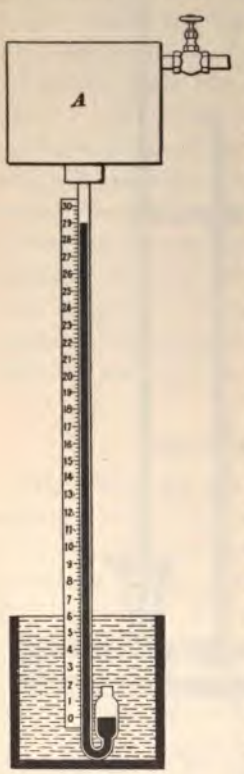

FIG. 16.
which there is a partial vacuum is measured by the height to which a mercurial column in a vertical tube, whose top is connected to the vessel, will rise under the pressure of the atmosphere. Thus, when we say that there is a vacuum of 29 inches in a vessel, we mean that enough air has been exhausted from the vessel to enable the surrounding air to support a mercurial column 29 inches high, as shown in Fig. 16, where *A* is the vessel in which there is a partial vacuum. In other words, the pressure in the vessel is less than the pressure of the atmosphere by a column of mercury 29 inches in height.
47. The Vacuum Gauge.—For engineering work, the glass tube of Fig. 16 would be a rather inconvenient form of gauge for measuring the vacuum. Hence, special metallic gauges, known as **vacuum gauges,** have been designed. Their dial is graduated to show the degree of vacuum, in inches of mercury. In steam-engineering work, they are used chiefly in connection with condensers for steam engines. It should be borne in mind that a vacuum gauge does not indicate the pressure in the vessel to which it is attached, but instead shows, in inches of mercury, how much the pressure has been *lowered below the atmospheric pressure.* In this respect a vacuum gauge differs essentially from a **pressure gauge,** which shows how much the pressure has been *increased* either above the pressure of a perfect vacuum, which is zero, as in case of a gauge registering the pressure of the atmosphere, or above the atmospheric pressure, as in case of the ordinary pressure gauge.